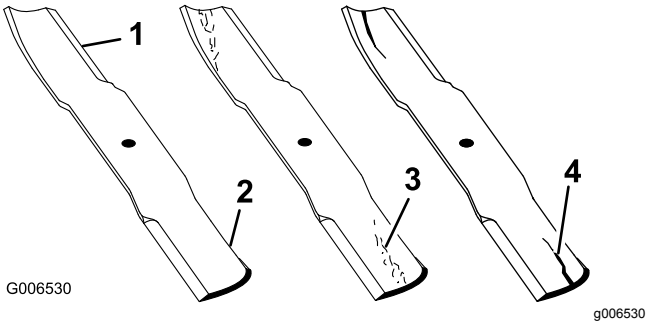

Figur 112
1. Kontrollera eggarna (Figur 112).
4. Montera omedelbart en ny kniv om du upptäcker sprickor, slitage eller spårbildning i detta område (Figur 112).